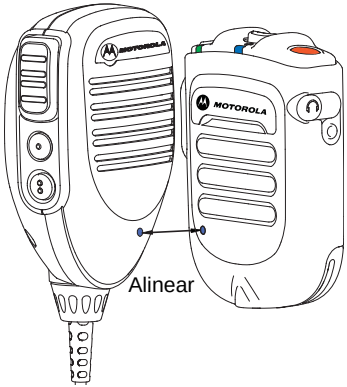

Figura 2.10: Emparejamiento del WRSM
2. Coloque el punto azul (punto de emparejamiento seguro) en el WRSM a 2,5 cm (1") de distancia del punto azul (punto de emparejamiento seguro) del gateway del micrófono móvil. Consulte la Figura 2.10.